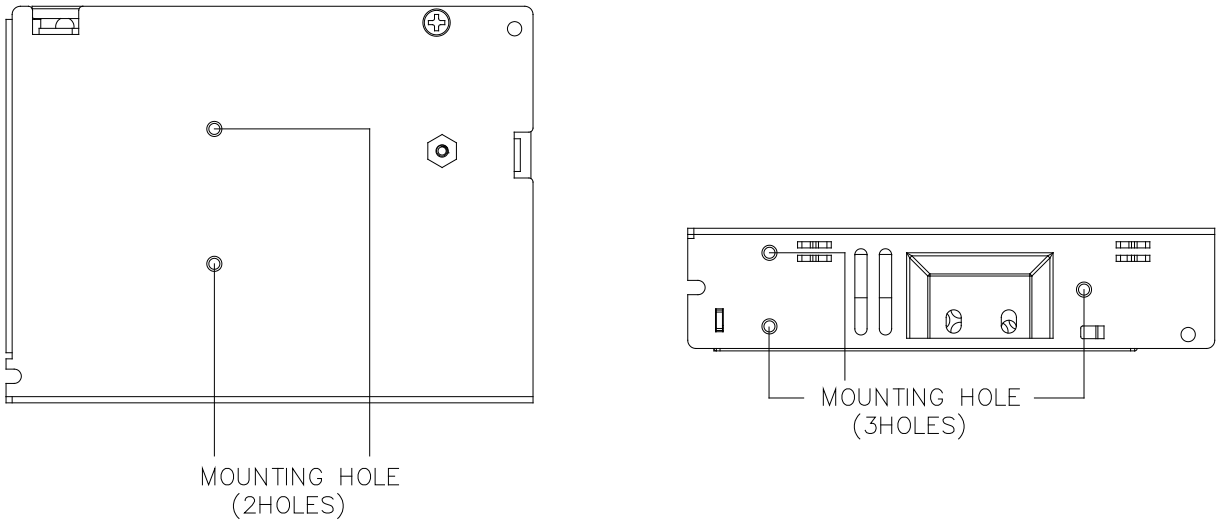

Fig. 3 Assembly Reference
- Use flexible cable (stranded or solid) of AWG No. 18-12. User should calculate and select the suitable wire specification (type/quantity/diameter) according to actual output current. The torque at the Connector shall not exceed 8 Kgf.cm. (6.94 lbf.in). The insulation stripping length should not exceed 0.275" or 7mm (Refer to Fig. 3).